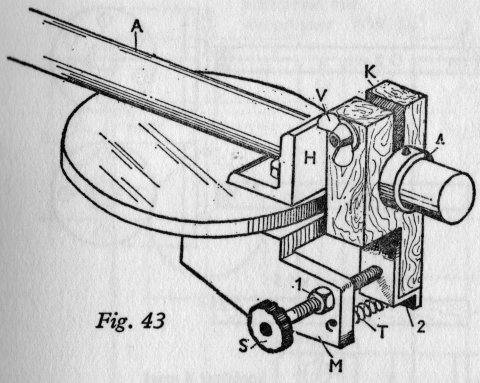

Fig. 43
In fig. 43 ziet u een perspectivische schets van zo'n fijnregelmechanisme. De as (A) rust in het hoekijzer (H). Op de as is een houten klemblokje (K) geschoven. Als de vleugelmoer (V) niet aangedraaid is, kan de as draaien zonder dat het klemblokje meegedraaid wordt: het wordt dan op zijn plaats gehouden ofwel door de lange schroef (S) of door de trekveer (T).
De moerdrager aan de declinatieas (fig. 43) is uit een stuk hoekijzer gezaagd. Het wordt gedragen door de twee bouten die ook door het hoekijzer (dat we als lager gebruiken) en de flens gaan. Zodra we het geheel in elkaar geschroefd hebben, kunnen we deze M6 bouten op de juiste lengte afzagen. In figuur 43 ziet u ook dat het klemblokje op zijn plaats gehouden wordt door twee ringetjes die vastgeschroefd kunnen worden. Tussen de ringetjes en het hout komt nog een revetje, zodat het metaal het hout niet stuk maakt.